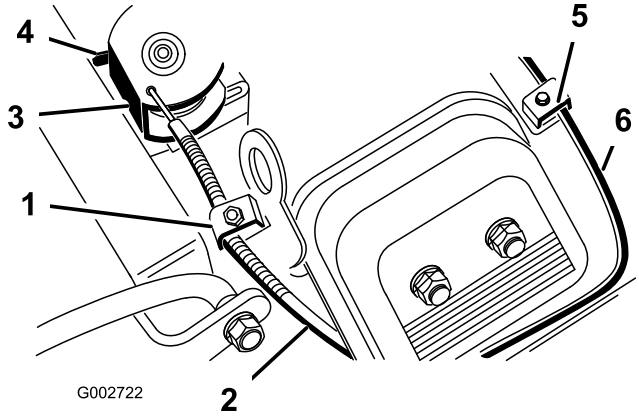

Figuur 36
2. Draai de kabelklemschroef los waarmee de kabel is bevestigd aan de motor (Figuur 36).
4. Trek stevig aan de gaskabel totdat de achterzijde van de wartel tegen de aanslag aankomt (Figuur 36).
4. Trek stevig aan de chokekabel (Figuur 36) totdat de chokevlinder helemaal gesloten is en draai daarna de kabelklemschroef vast.